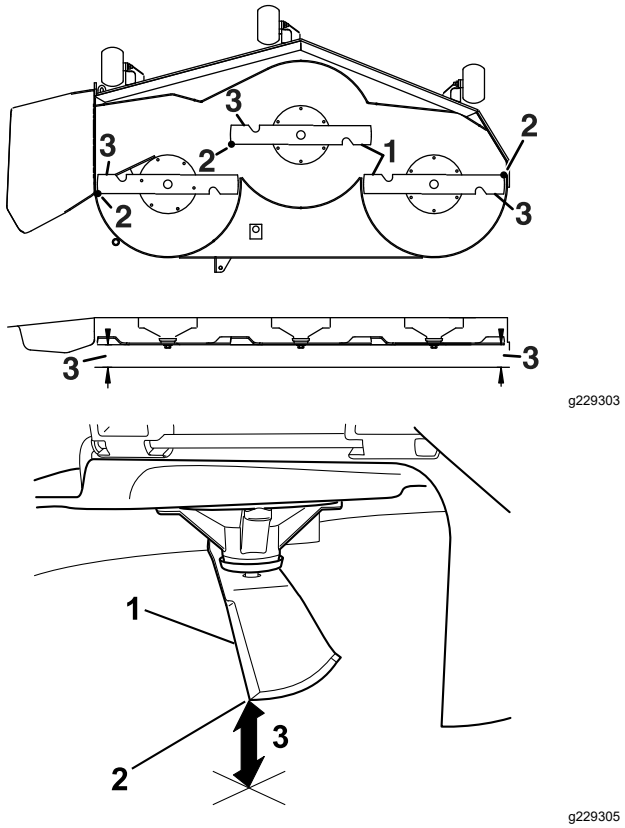

Figur 81
6. Mät mellan knivens spets och den plana ytan (Figur 81). Om inget av måtten är inom 5 mm måste de justeras. Fortsätt med denna procedur.
12. Vrid försiktigt på knivarna i sidled (Figur 81).